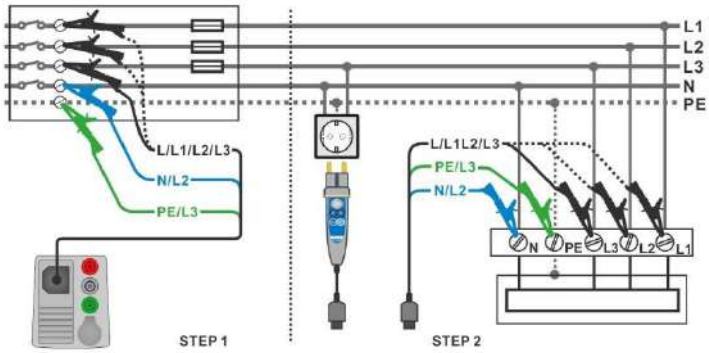

Figure 7.129: AUTO TT measurement
- Connect 3-wire test lead or Plug commander to the object under test, see ***Figure 7.129***.